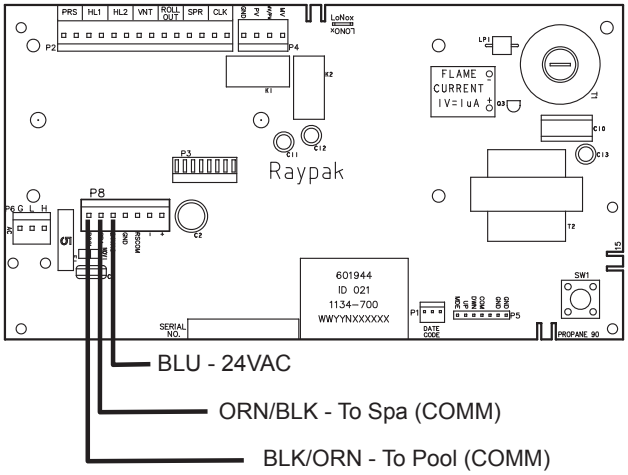

Figure 51. 3-Wire Remote Harness Installation on the P8 Connector of the Board
5. Install the “Remote Interface Harness” to the P8 connector and turn power ON to the heater. See **Figure 51**.